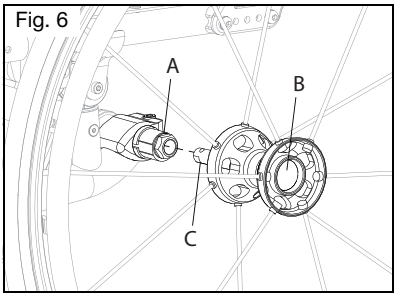

Fig. 6
a. Push in the quick release button (Fig. 6:B) on the axle (Fig. 6:C) to allow the locking balls to retract. Make note of the difference between the extended and depressed position of the axle release button and its effect on the locking balls on the other end of the axle.
c. Push on the quick release button again and slide the axle into the axle sleeve (Fig. 6:A).